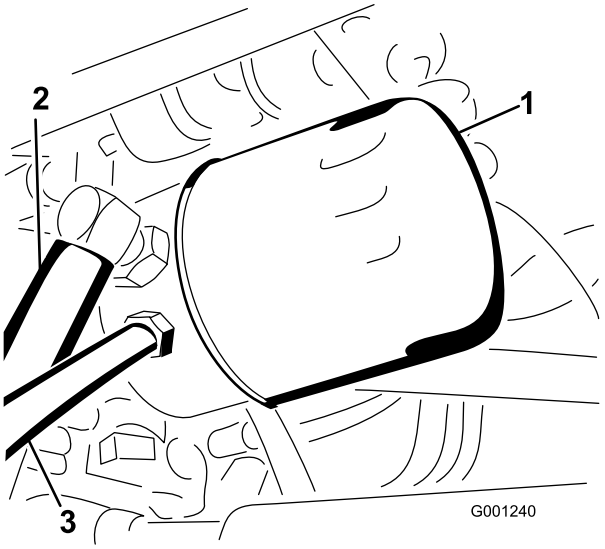

Figur 70
4. Rengör området runt hydrauloljefiltret och ta loss filtret (Figur 70).